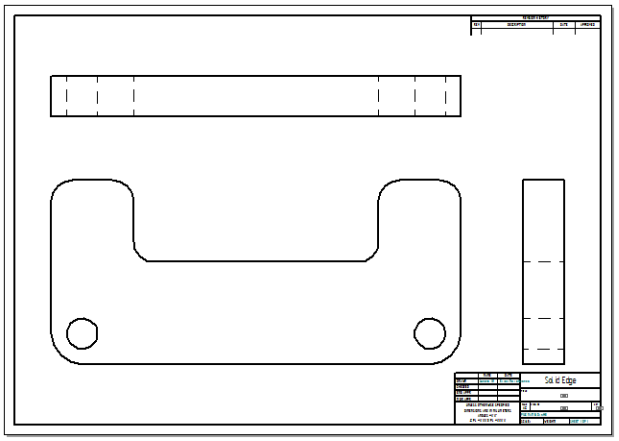

***Figure 2-54*** *Sheet after generating drawing views*
6. Enter the file name as *c02tut2.par* in the **File name** edit box. Next, choose the **Save** option from this dialog box; the part file gets saved and the drawing views are generated in the drawing area, as shown in Figure 2-54.